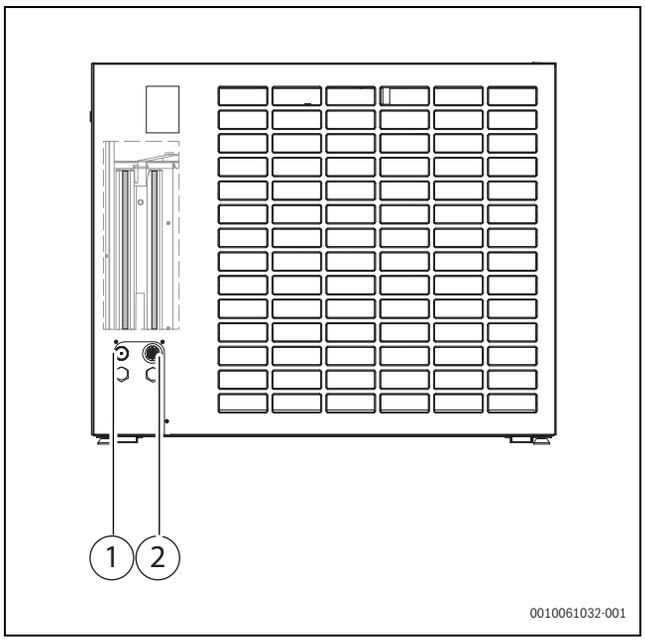

*Bild 42 Kabeldurchführungen*
- CAN-BUS-Anschlusskabel durch die Kabeldurchführungen auf der linken Seite [→(1) in Abbildung 42] führen.
- Anschlusskabel für die Spannungsversorgung durch die Kabeldurchführungen auf der rechten Seite [→(2) in Abbildung 42] führen.